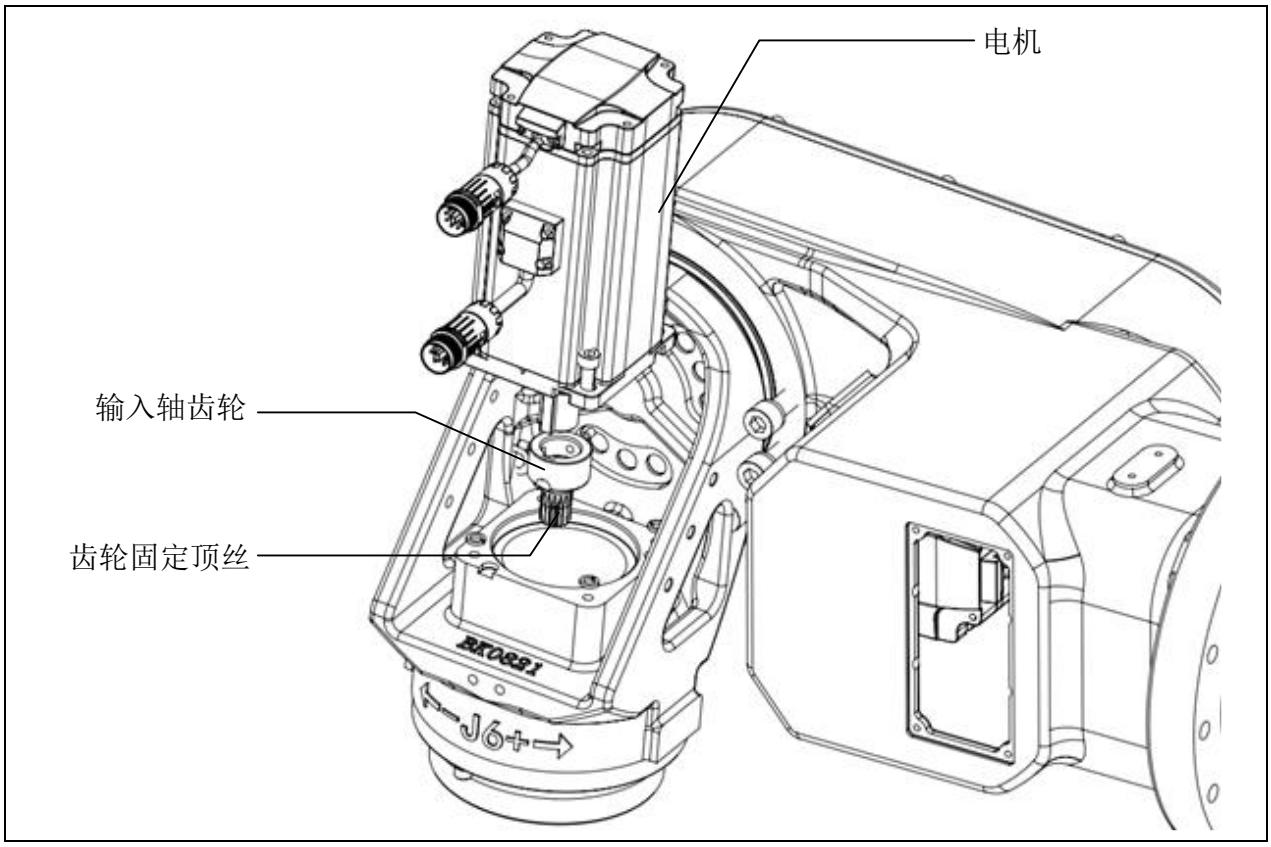
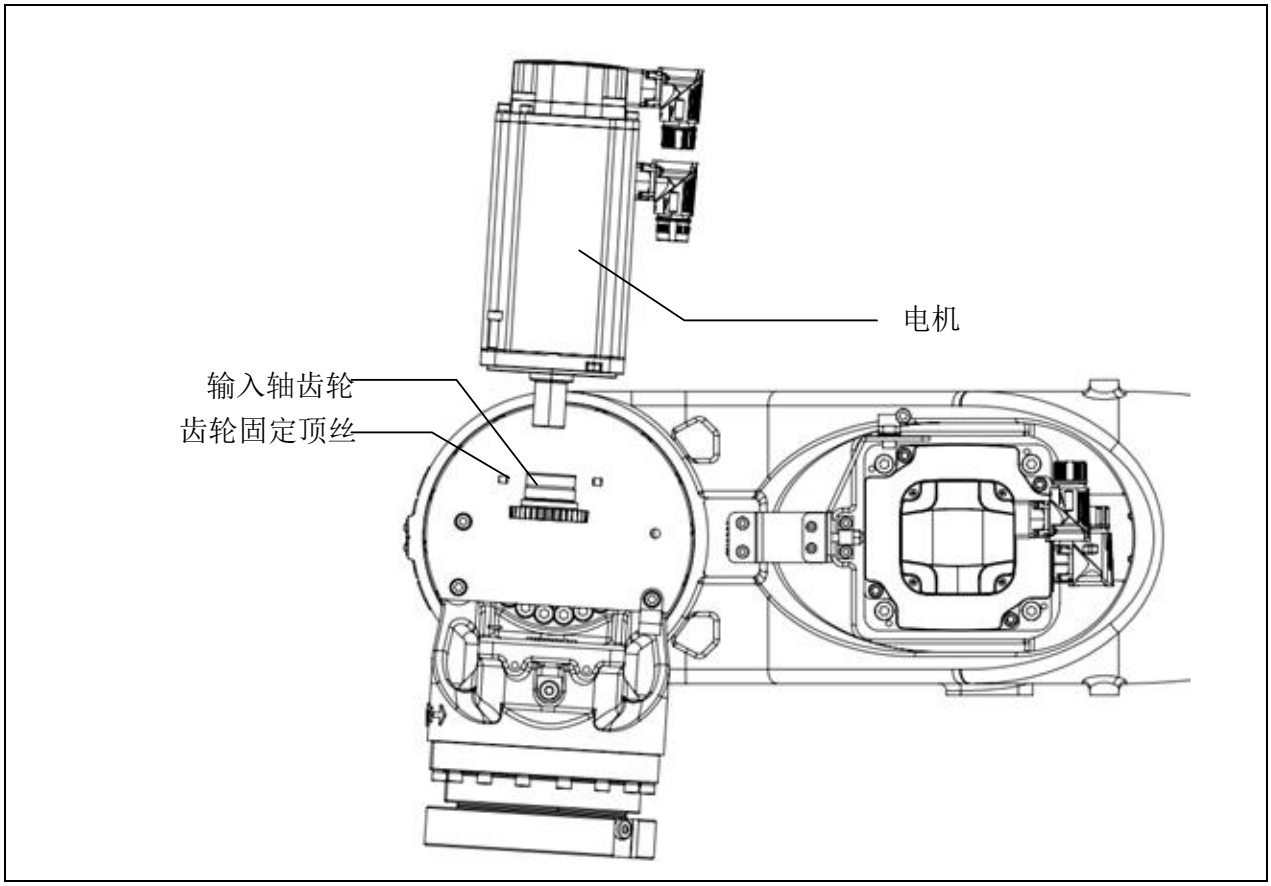

图7-13 J6 轴伺服电机更换（iER130-3200）
图7-14 J6 轴伺服电机更换（iER170-2650、iER160-3200、iER220-2650 ）
1. 如图 7-13 和图 7-14 所示，更换步骤如下：（适用机型：iER170-2650、iER160-3200、iER220-2650、iER130-3200）